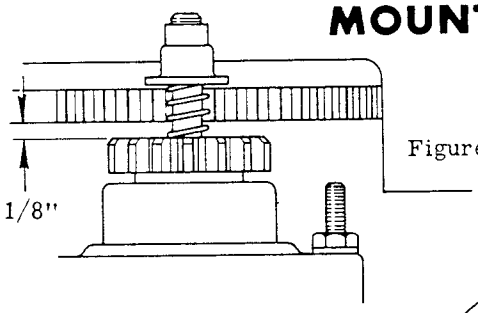

Figure 1
2. With Bendix gear disengaged, there should be at least 1/8" CLEARANCE between the upper face of the Bendix gear and the lower face of the flywheel gear (see Figure 1).